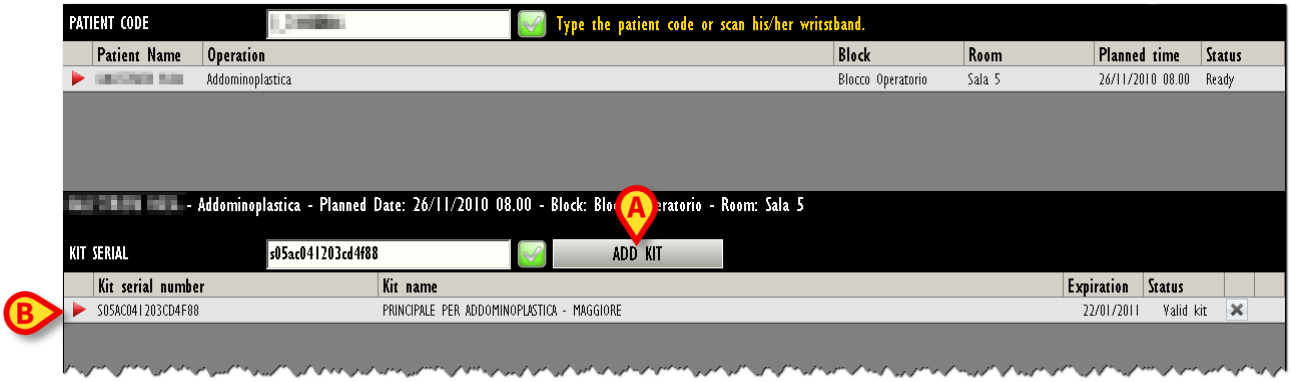

Fig 270
- Click the ADD KIT button (Fig 270 **A**).
A row corresponding to the kit to be associated is displayed (Fig 270 **B**).